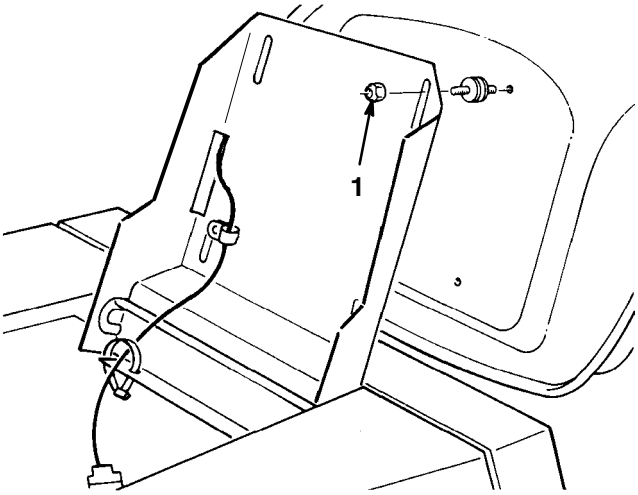

Bild 11
1. Heben Sie den Sitz an und lösen die Sicherungsmuttern (Bild 11).